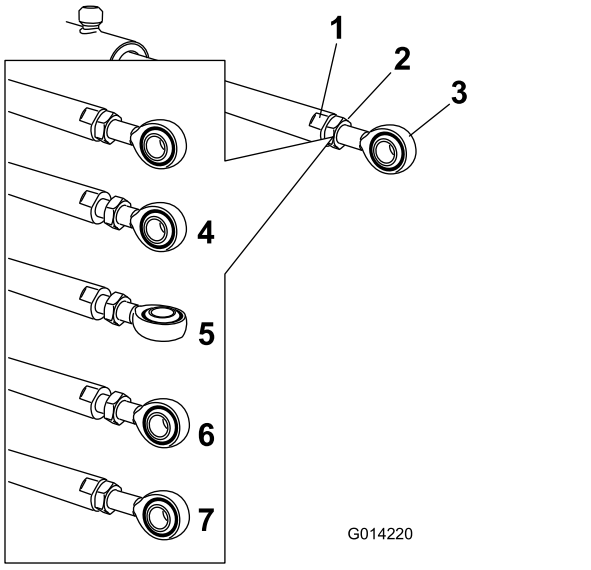

Figur 112
5. Håll manövreringsstången i stavens plana delar med en skiftnyckel och lossa sedan på kontramuttern (Figur 112).
6. Vrid stångänden i manövreringsstången för att förkorta eller förlänga arbetsenheten till önskat läge (Figur 112).